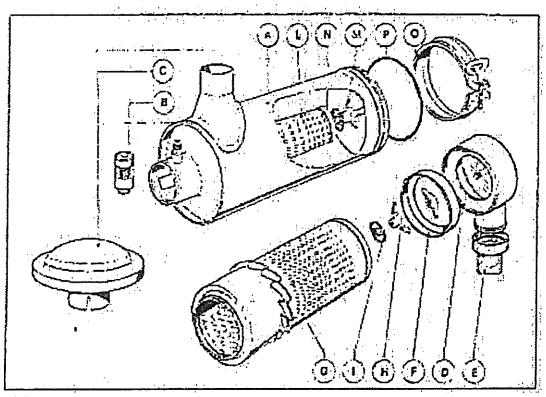

Fig. 44
FILTRO ARIA A SECCO (Fig. 44)
- Svitare la fascetta "O" (fig. 44) e togliere la polvere contenuta nel prefiltro.
Su filtri sprovvisti di valvola d'elezione "E" (Fig. 44) questa operazione va eseguita giornalmente
- Rimontare la cartuccia sul filtro interponendo la guarnizione in gomma (Fig. 44) sotto il dado.